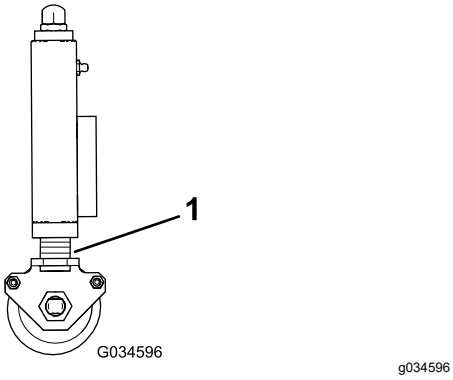

Figur 32
3. Påse at alle klippeenhetene er stilt inn på samme klippehøyde ved å referere til indikatorringene (Figur 32).